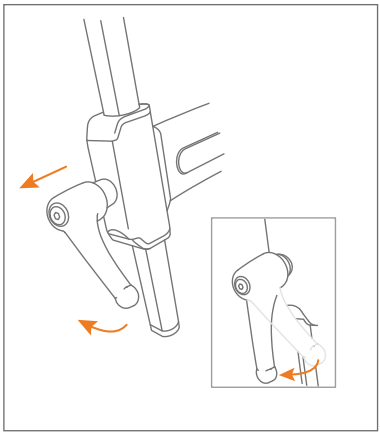

Figure 17: Set the adjustment handle in the right position.
e. Place the adjustment handles vertically so that they point straight down. You do this by gently pulling the adjustment handle outwards and turning it to the correct position **(Figure 17).**